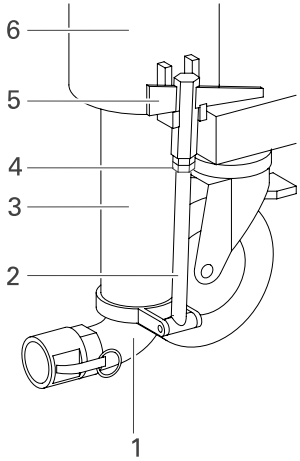

Рис. 11: Монтаж шнекового насоса
- Выполняйте правила монтажа на корпусе статора (рис. 11, 3) и обеспечьте надлежащее применения для ротора
- По одной стороне устанавливается тяга (рис.11, 2) на корпусе смесительной трубки (рис. 11, 6)
- Статор со смонтированным ротором (шнековый насос) устанавливается на наконечник (рис. 11, 1), при этом не следует допускать перекоса ротора и статора.
- С помощью натяжного клина (рис. 11, 5) затягивается крепление шнекового насоса с патрубком; если не удается обеспечить надежное крепление шнекового насоса, то необходимо ослабить затяжку контргаек (рис. 11, 4) тяг, затянуть стяжные гайки и еще раз зафиксировать их с помощью контргаек